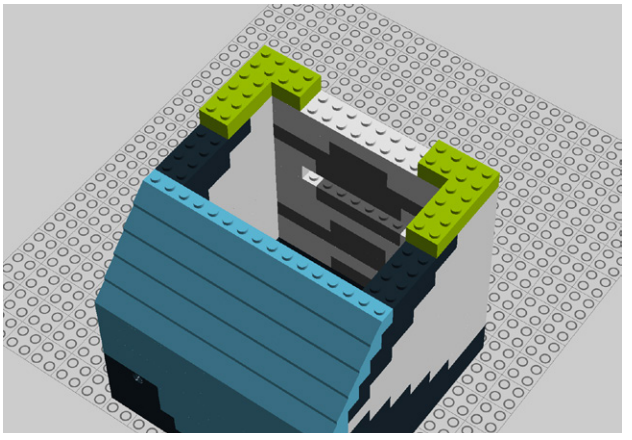

Figure 9-56. *Step 51: Adding four 2x4 bricks*
51. Add four 2x4 bricks (Figure 9-56).